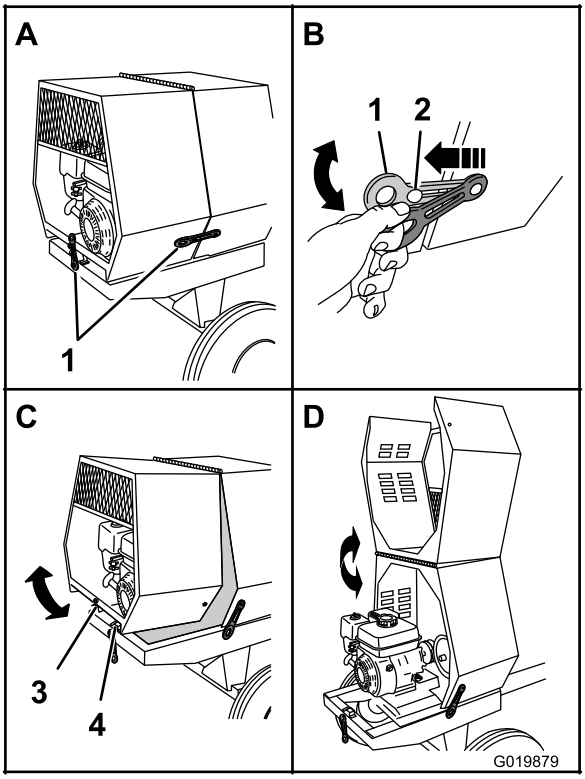

Figura 28
1. En el lado de la máquina, en la unión entre la cubierta delantera y la trasera, agarre el anillo del cierre y desengánchelo del anclaje de la cubierta trasera (Figura 28).
3. En la parte trasera de la máquina donde la cubierta trasera se une al bastidor de la máquina, sujete el anillo del cierre y retírelo del anclaje de la cubierta (Figura 28).
4. Gire la cubierta trasera hacia arriba y hacia adelante hasta que quede colocada sobre la cubierta delantera (Figura 28).
1. Gire la cubierta trasera hacia atrás y hacia abajo hasta que el alojamiento situado en el centro del borde inferior esté alineado con el perfil en V y enrasado con el bastidor de la máquina (Figura 28).
4. Repita el paso 3 en el otro lado de la máquina (Figura 28).